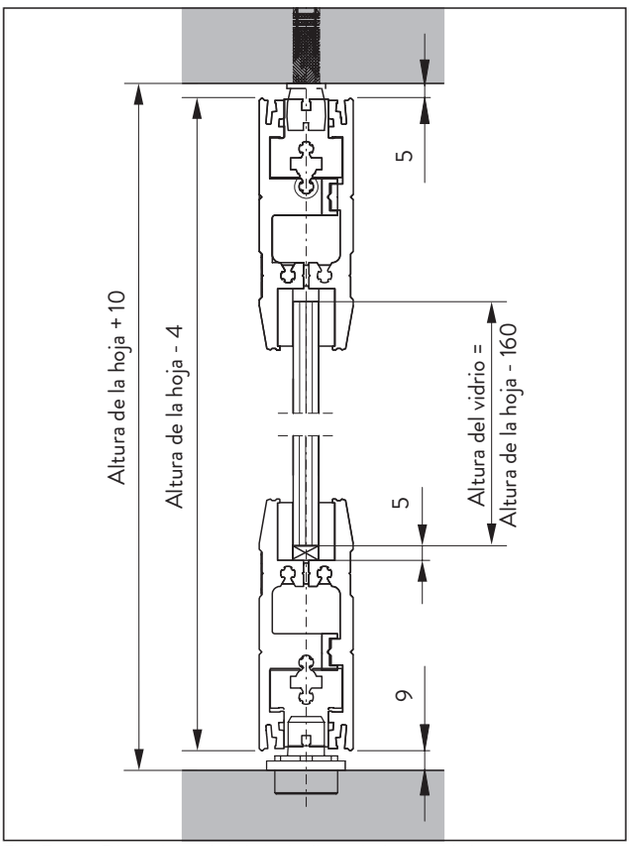

Fig. 17 Dimensiones de la hoja sin distancia de seguridad
1. Tenga en cuenta las distancias de seguridad de la hoja (Fig. 17).